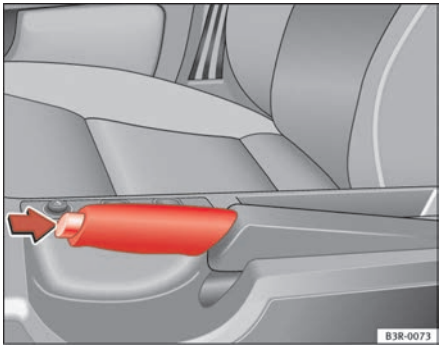

Fig. 149 Detail of the centre console: Handbrake applied
– Pull the lever up slightly and *at the same time* press in the release button ⇒ fig. 149 -arrow-.